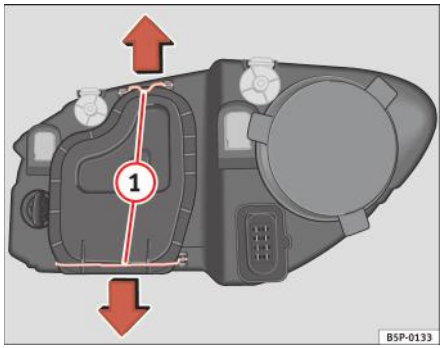

Fig. 164 Faruri fază scurtă
– Deplasați clemele ⇒ pagina 271, fig. 164 (1) în sensul săgeții şi scoateți capacul.